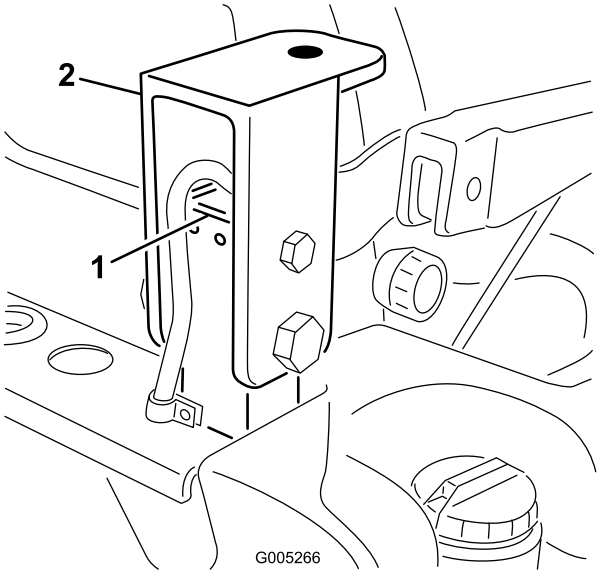

Figur 90
47. Fjern de bolte og møtrikker, der fastgør førerhusets monteringsstøtter til styrtbøjlestiverne (Figur 90).